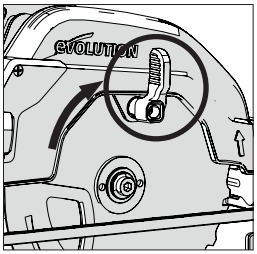

Rys. 5
- Przy pomocy ręcznej dźwigni należy wsunąć dolną osłonę tarczy w górną osłonę. **(Rys. 5)**